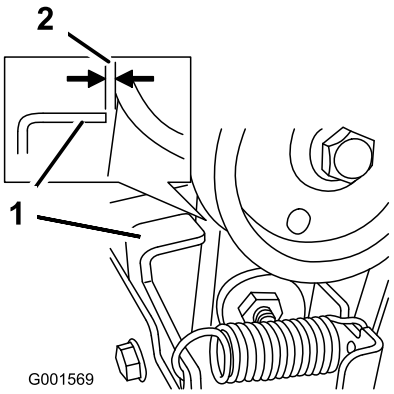

Figur 45
3. Når snegle-/rotorgrebet er udkoblet, skal du sørge for, at mellemrummet mellem sneglens koblingsenhed og tappen er 1,5 mm) (Figur 45).